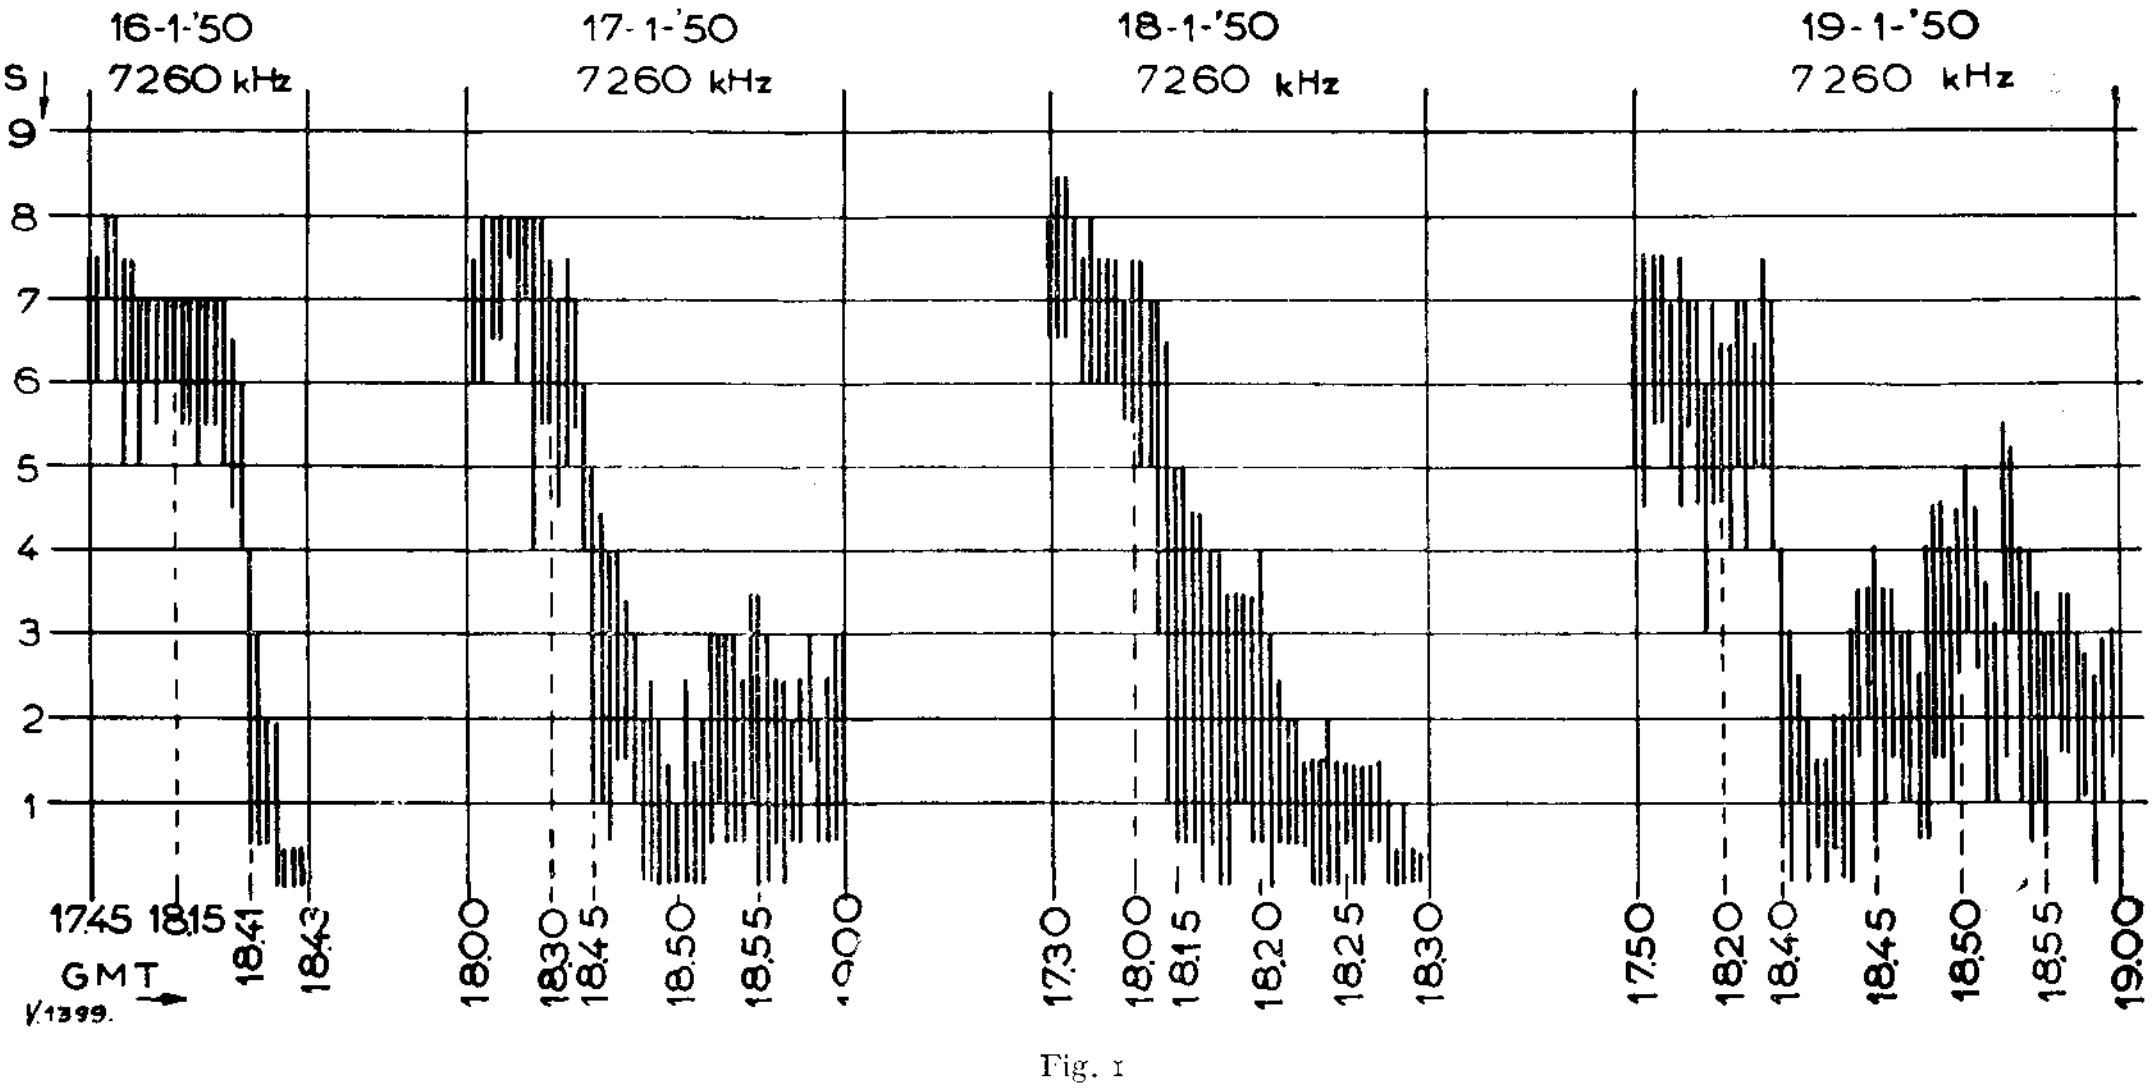

Fig. 1
Bij het uitluisteren werd de op de S-meter waargenomen sterkte uitgezet t.o.v. de tijd, zoals in de grafiek fig. 1. Elk verticaal streepje verbindt daarbij de hoogste met de laagste afgelezen S-waarde van het signaal gedurende perioden van 20 seconden. Tot de tijd van het wegzakken werd 1 × per 3 min.
1. Dat de werkelijke tijden volgens fig. 1 later vallen dan de voorspellingen.